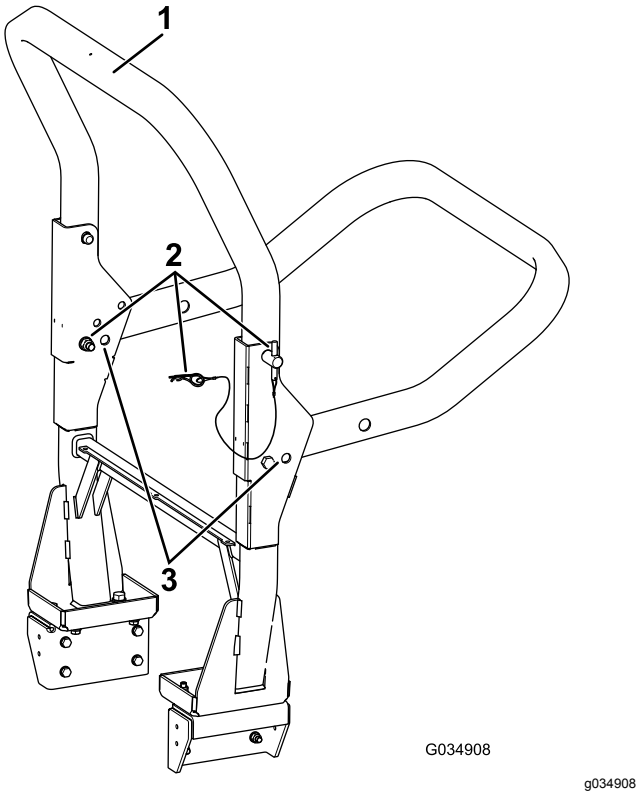

**Figuur 24**
2. Ondersteun het gewicht van het bovengeraamte terwijl u de borgpennen en de pennen uit de scharnierhouders verwijdert (Figuur 24).